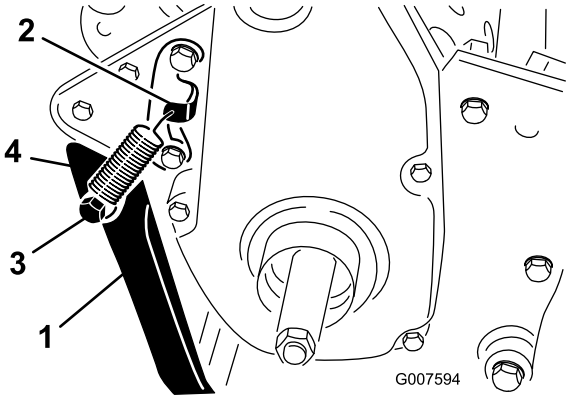

**Figur 7**
2. Haka fast fjädern i hålet i fjäderfästet och på fjädertappen samtidigt som du passar in stödet efter monteringshålen i den bakre ramen (Figur 7).
3. Montera stödet på båda sidor om ramen med en skruv, låsbricka, distansbricka, planbricka och låsmutter (Figur 7). Distansbrickan ska sitta i stödets monteringshål.